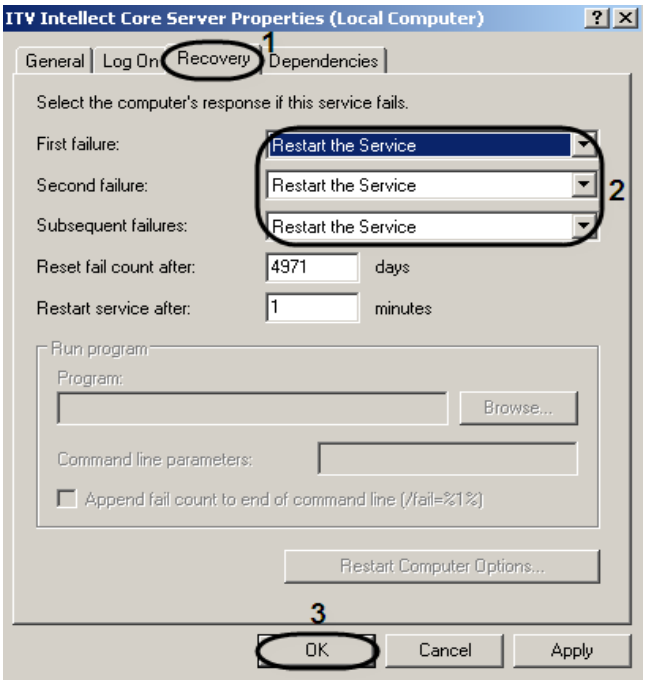

Figure 13.4-1 Configuring the restart of the "ITV Intellect Core Server" service
10. Go to the "Recovery" tab in the displayed box (Figure 13.4-1, 1).
11. In the corresponding drop-down lists select the actions to be performed in case of the first, second and subsequent system failures (Figure 13.4-1, 2).
12. To save the changes, click the "OK" button (Figure 13.4-1, 3).